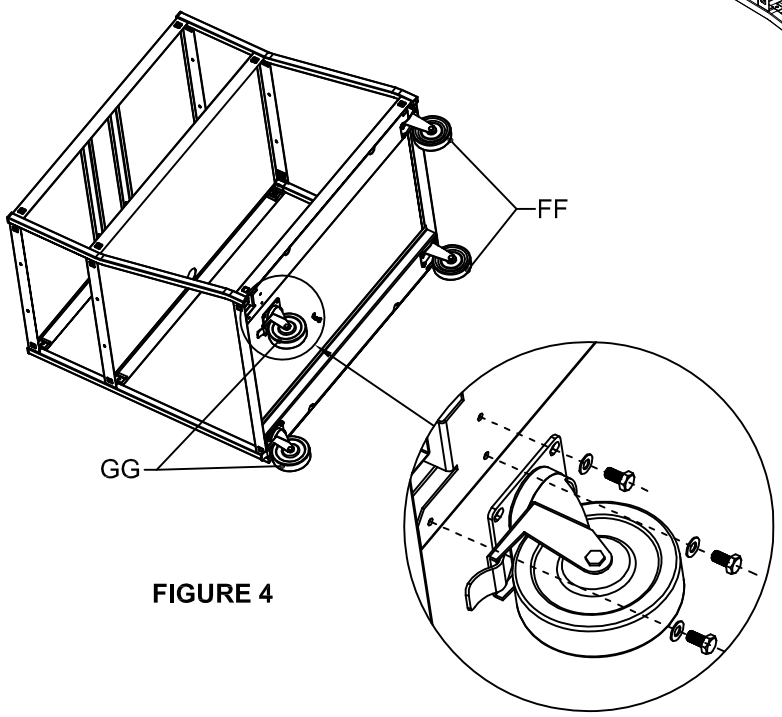

**FIGURE 4**
Attach each caster to the bottom shelf stiffener with three bolts (OO) and washers using a 13mm open end/box wrench (MM) as shown in **Figure 4**.